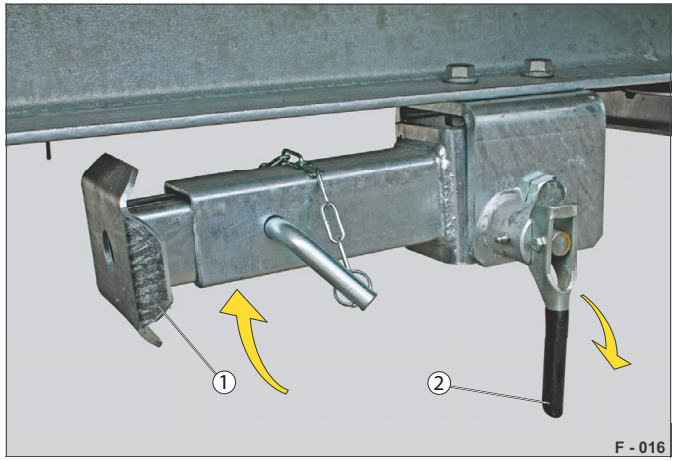

Abb. 43 Skládací podpěra, jízdní poloha
▶ Zatáhněte za pružinovou západku (Abb. 43/2).
▶ Otočte stavěcí nožku (Abb. 43/1) nahoru a zaaretujte ji pomocí pružinové západky.